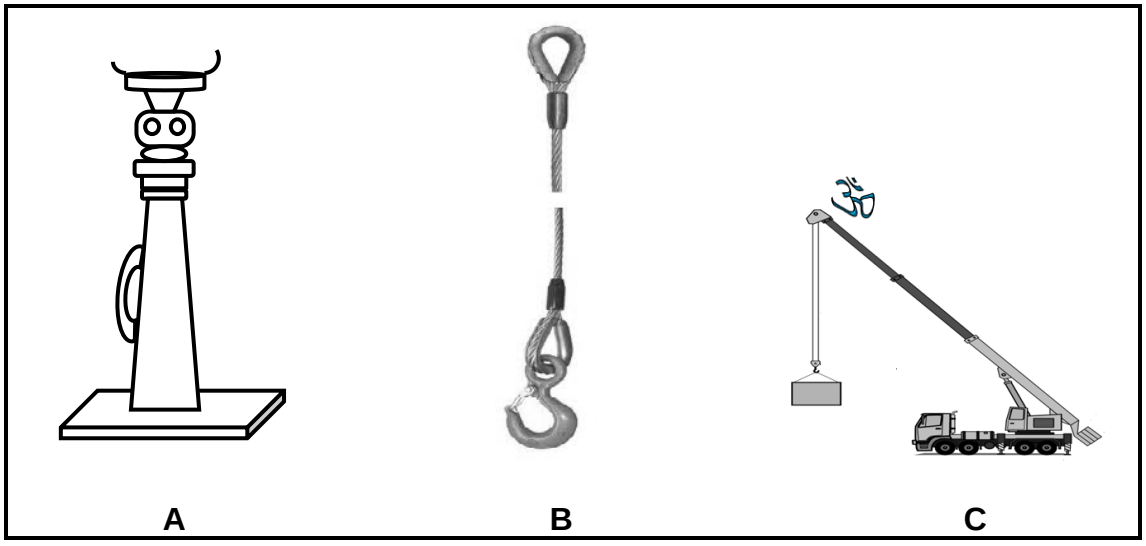

FIGUUR 1
Benoem die toerusting in FIGUUR 1 deur slegs die antwoord langs die letter (A–C) in die ANTWOORDBOEK neer te skryf. (3 × 1) (3)
2.2 Noem VYF defekte wat aan 'n hidrouliese domkrag (‘hydraulic jack’) kan voorkom. (5)